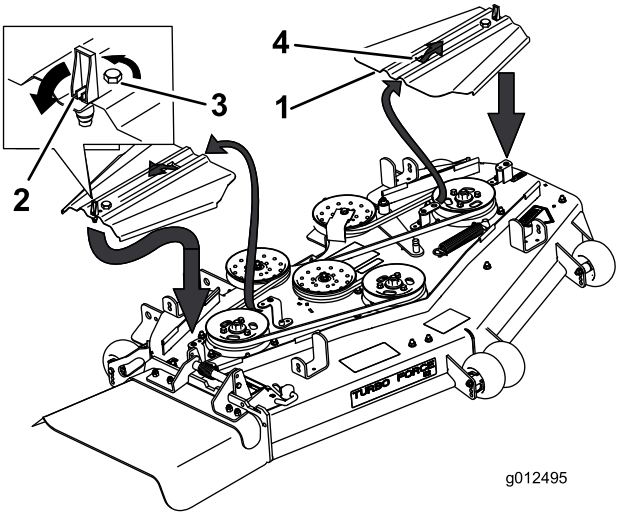

Rysunek 67
5. Usuń pokrywy paska i zamocowane do nich śruby (Rysunek 67).
12. Zamontuj pokrywy paska, wsuwając pokrywę na występ, dokręcając śruby i zamykając zaczepy (Rysunek 67).